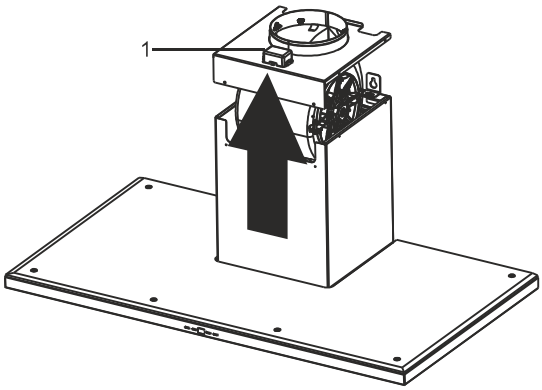

Abbildung 2
Motorbox (1) in Pfeilrichtung nach oben ziehen (Bild 2)